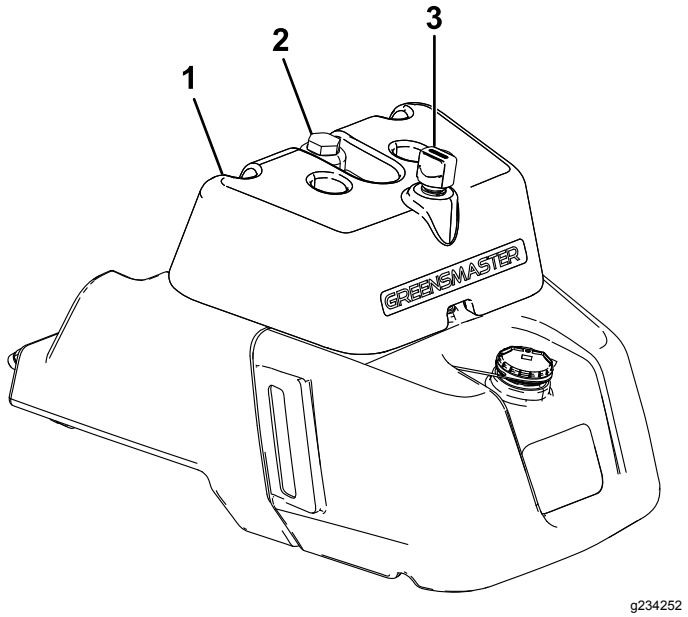

Figur 44
- Hvis tanken har et sigtglas, skal du kontrollere oliestanden der (Figur 44) og forsætte til trin 5.